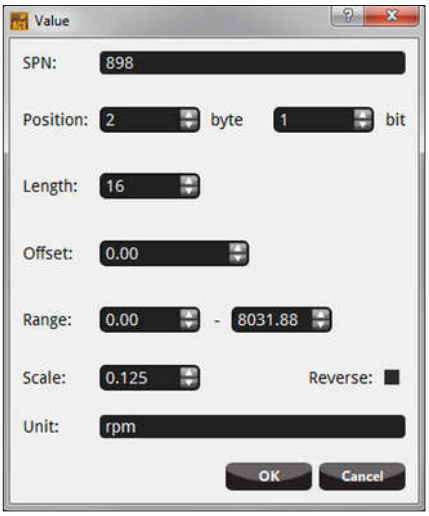

Figure 21. Values for SPN 898.
10. Set SPN 898 as position 2.1, 16 bits long, offset 0, Range 0 to 8031.88, scale 0.125. (see Figure 21).